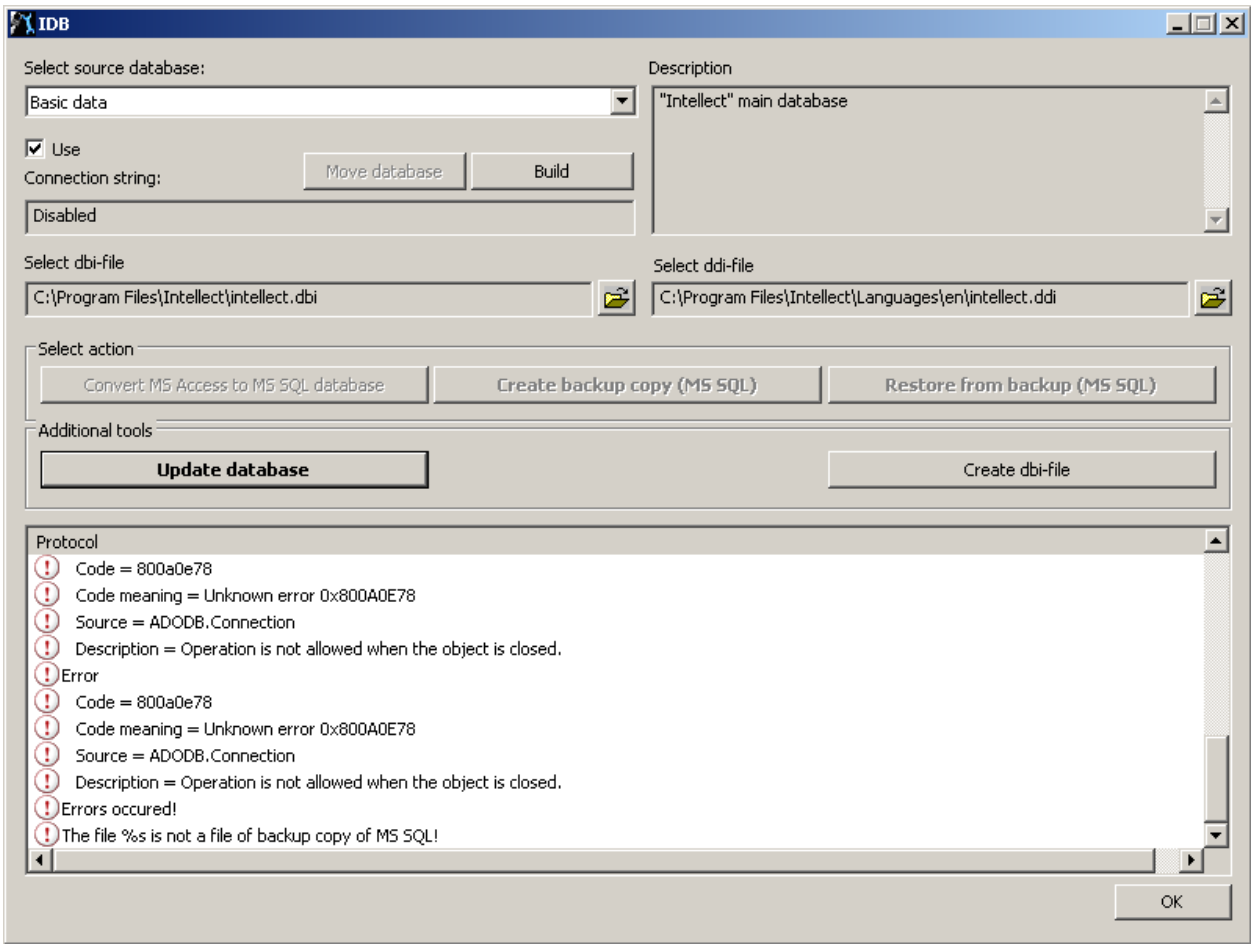

Figure 12.10-16 Updating the database
13. To update the database in accordance with the intellect.dbi file specified in the “Select dbi file” field, click the “Update database” button (Figure 12.10-16).